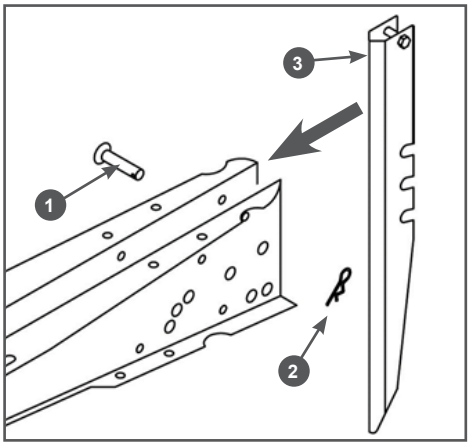

Рис. 4 Установка сошника
3. Установите сошник 3 в раму мотокультиватора (Рис. 4). Совместите паз в сошнике и отверстие в раме и вставьте в отверстие палец 1 (Рис. 4). Зафиксируйте палец шплинтом 2 (Рис. 4).